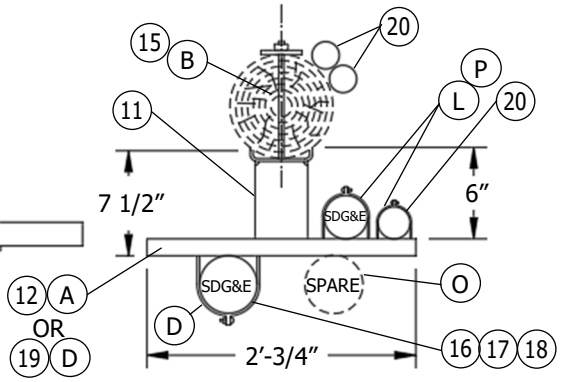

FIGURE 2
(G) USE FIGURE 2, PREFERRED CONSTRUCTION FOR A SINGLE RISER WHEN: